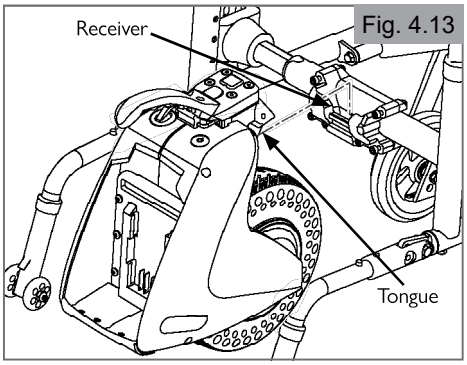

Fig. 4.13
3. Using the handle, lift the device into position and drop the tapered V-Lock™ tongue into the wheelchair receiver. (Fig. 4.13 and Fig. 4.14)